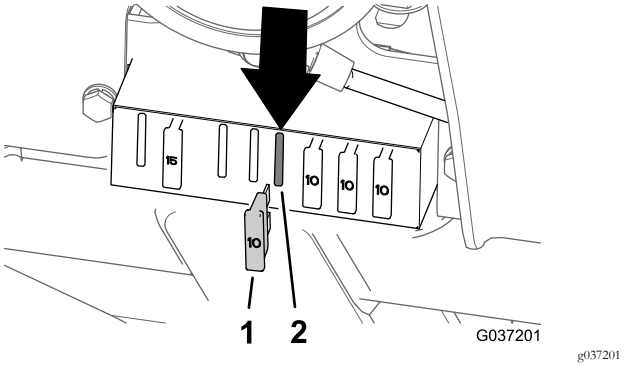

Figura 38
- Modelos 30654, 30657 y 30659 – posición del quinto fusible desde la izquierda (Figura 38)